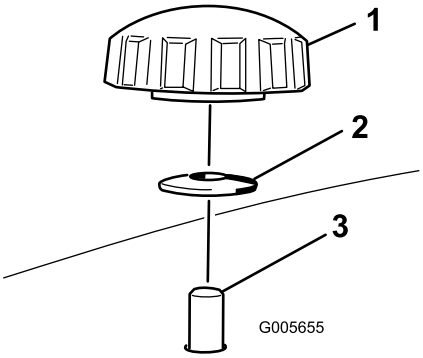
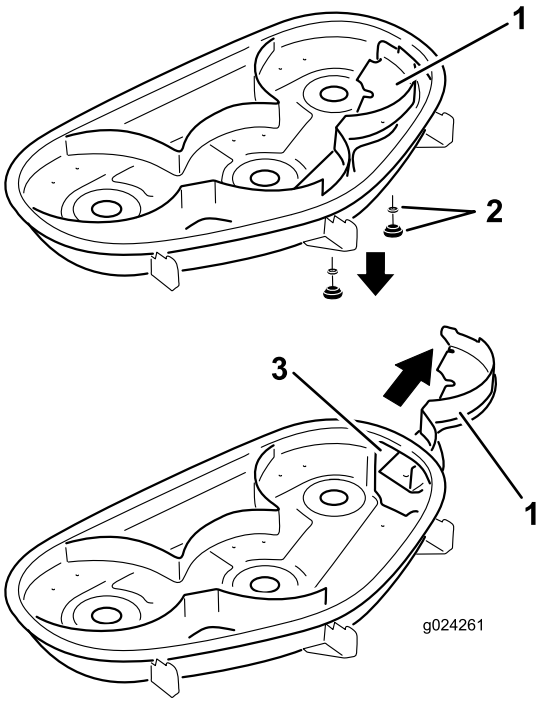

Figur 23
Figur 24
4. Afmonter de to skruer og buede skiver, der fastgøre højre skærm til plæneklipperen (Figur 23).
5. Fjern højre afskærmning, og sænk græsdeflektoren over udblæsningsåbningen, som vist i Figur 23 og Figur 24.
5. Skub højre skærm under plæneklipperskjoldet, og fastgør den med to knapper og buede spændeskiver (den buede side mod plæneklipperen), som vist i Figur 23 og Figur 24.